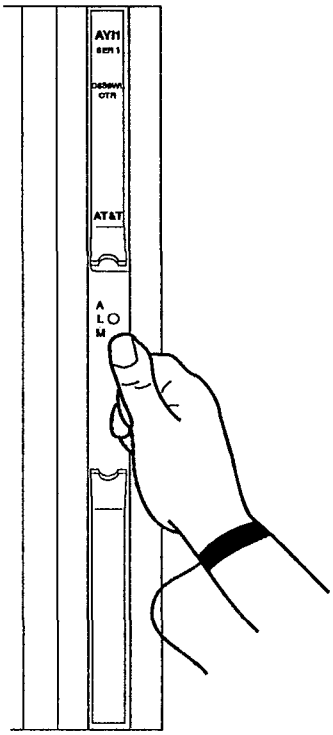

Figure 3-9. Installing DS3SWL CTR Circuit Packs—Step 4
4. Place your thumb on the center of the faceplate and engage the connectors by pushing the circuit pack firmly until it goes no further; see Figure 3-9.